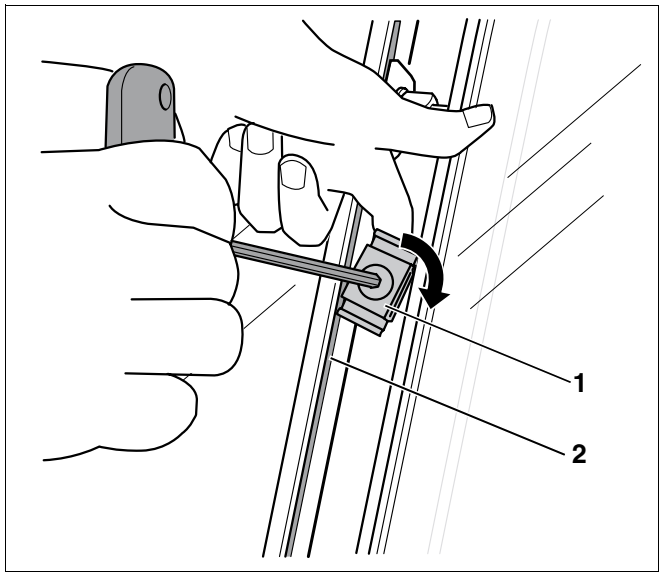

Afb. 62 Collectorverbinder gebruiken
De collectorverbinder (afb. 62, **pos. 1**) verhindert, dat de collectoren bij hoge belastingen tegen elkaar zouden schuiven. De collectorverbinder moet apart besteld worden.
- Houd de collectorverbinder in de nok van het bevestigingsplaatje (afb. 62, **pos. 2**) in het bovenste deel (op ca. 1/3) van de beide gemonteerde collectoren (onder de dompelhuls voor de voeler).